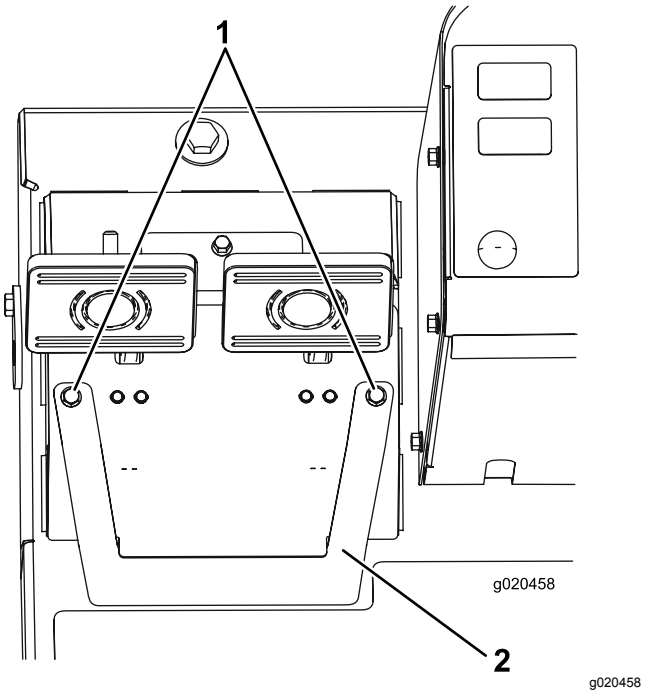

Figur 94
A. Lossa de två monteringsskruvarna och ta bort bromsjusteringslocket (Figur 94).